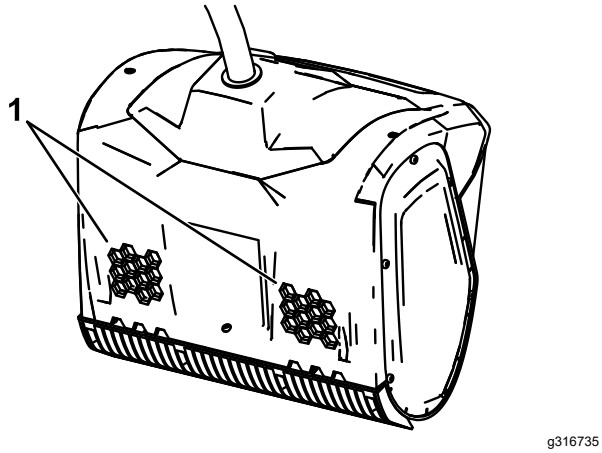

Figura 7
1. Certifique-se de que as aberturas na parte de trás da máquina não têm neve ou gelo (Figura 7).